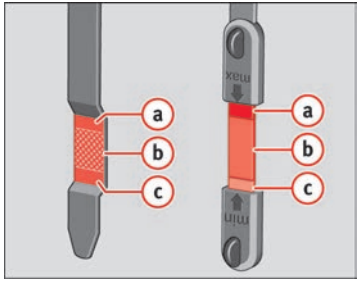

Fig. 170 Markings on oil dipstick
– Then pull it out once more and check the oil level ⇒ fig. 170. If the oil level is too low, add more engine oil ⇒ page 224.